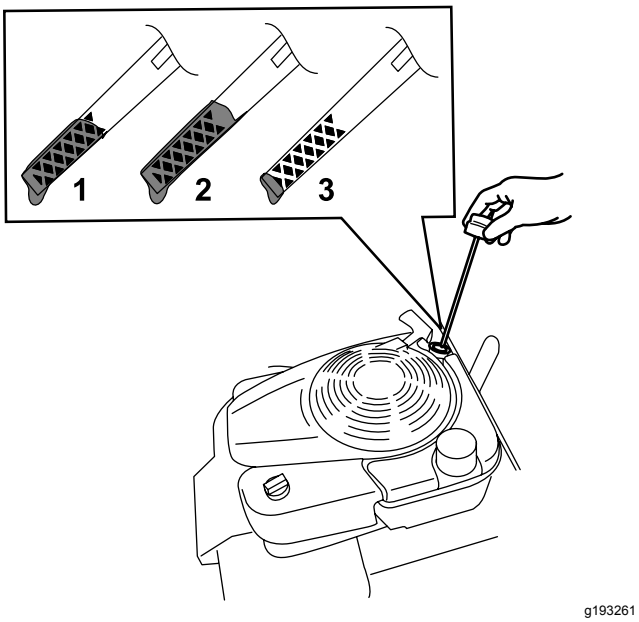

Figur 14
2. Lossa oljestickan genom att vrida locket moturs och dra stickan uppåt (Figur 14).
5. Läs av oljenivån på oljestickan (Figur 14).
- Om oljestickan visar att oljenivån är för låg (Figur 14) fyller du försiktigt på lite renande olja av typen SAE 30 eller SAE 10W-30 i påfyllningsröret, väntar i tre minuter och upprepar steg 3 till 5 tills oljestickan visar korrekt nivå. Information om oljetypen finns i Byta ut motoroljan (sida 20).
- Om oljestickan visar att oljenivån är för hög (Figur 14) tappar du ut överflödig olja tills oljestickan visar korrekt nivå. Se Byta ut motoroljan (sida 20).